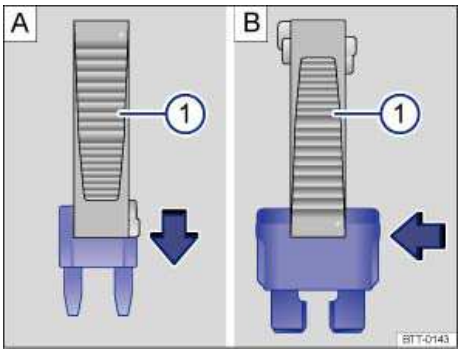

Fig. 178 Removing or installing a blade fuse with the plastic tweezers: A: MINI. B: ATO.
- *For blade fuses*: Depending on the type of fuse, slide the tweezers ⇒ fig. 178 **A** (1) or ⇒ fig. 178 **B** (1) onto the fuse in the direction of the arrow.